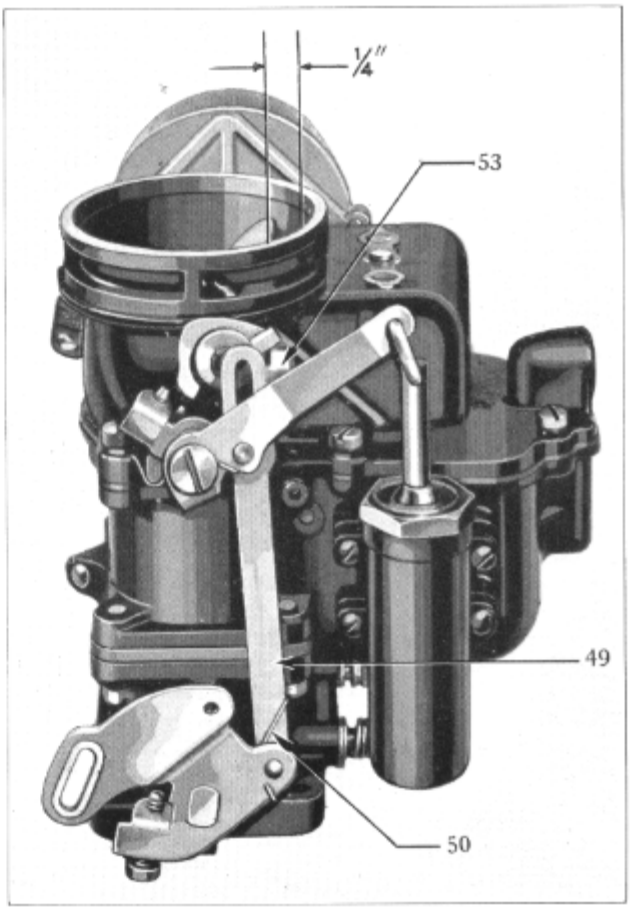

Figure 21
(37) Install fast idle connector link (49) and spring (50) and pin spring to throttle shaft and lever assembly (Figure 21).
(60) With throttle wide open the distance between upper edge of choke valve and wall of air horn should be ¼-inch (Figure 21). Check with ¼-inch drill. Adjustment can be made by bending lip (53) on fast idle connector link. If unloader is adjusted properly, with throttle wide open move choker valve wide open and choker valve will be locked in wide open position. Closing the throttle will release choker valve. Choker trip lever is notched out for this setting.